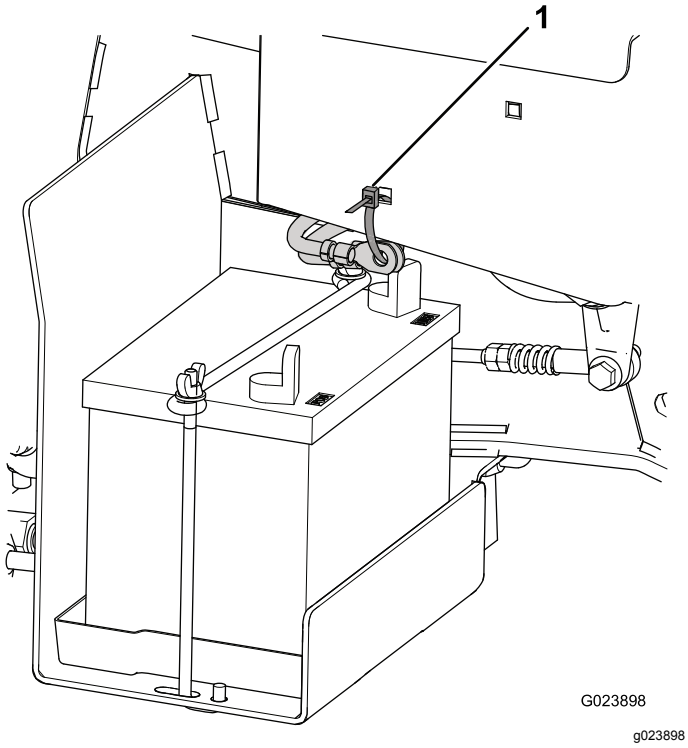

**Figur 4**
1. Klipp kabelfestet som fester batterikablene til rammen og kast kabelfestet (Figur 4).